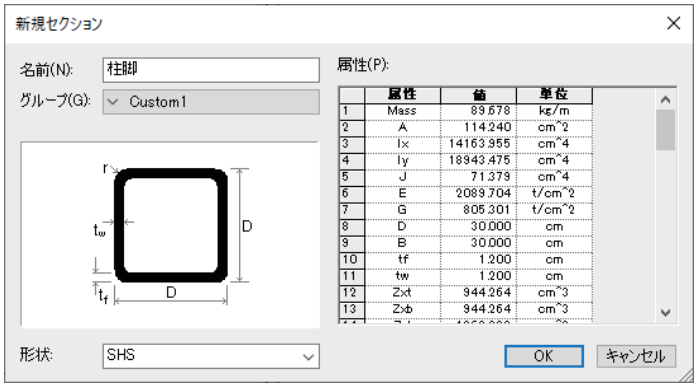

図7　新規セクション
b) 「名前」=柱脚、「グループ」=Custom1、「形状」=SHS、「tf」=「tw」=1.2cmとします（図7）。